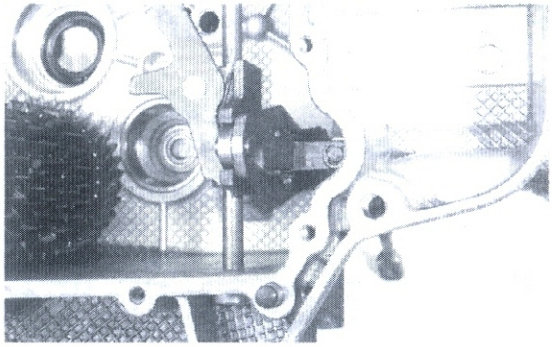

Bild 160
- Schaltklinke so einbauen, dass Rolle des Segments in Führungsnut der Schaltklinke eingreift (Bild 160).